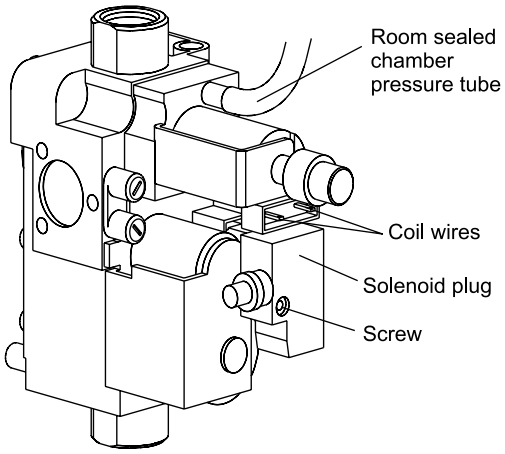

**Fig. 23**
### *8.10 GAS VALVE - Fig. 23*
3. Loosen the screw (see Fig. 23) securing the solenoid plug and disconnect the plug.